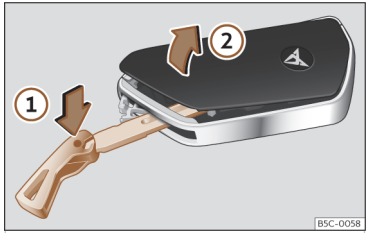

Abb. 71 Fahrzeugschlüssel: Abdeckung des Batteriefachs öffnen.
- Schlüsselbart in den Schlitz ››› **(Abb. 71)** stecken, in Pfeilrichtung ① drücken und Abdeckung abhebeln ②.